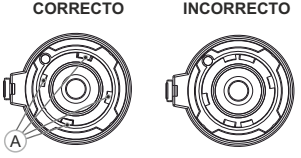

Fig.5
- Asegúrese de que los salientes **(A)** del adaptador se encuentran por encima de los salientes inferiores **(Fig. 5)**.